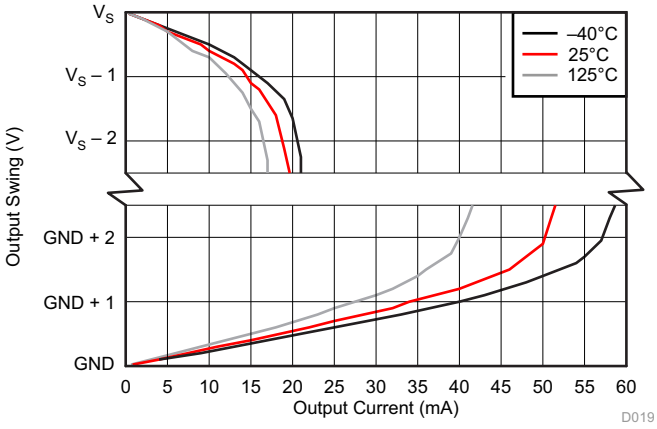

图 19. Output Voltage Swing vs Output Current
(1) RTI = referred-to-input.
(2) Offset voltage is obtained by linear extrapolation to $V_{SENSE}$ = 0 V with $V_{SENSE}$ = 10% to 90% of full-scale-range.
(3) See 图 19.
(4) Swing specifications are tested with an overdriven input condition.